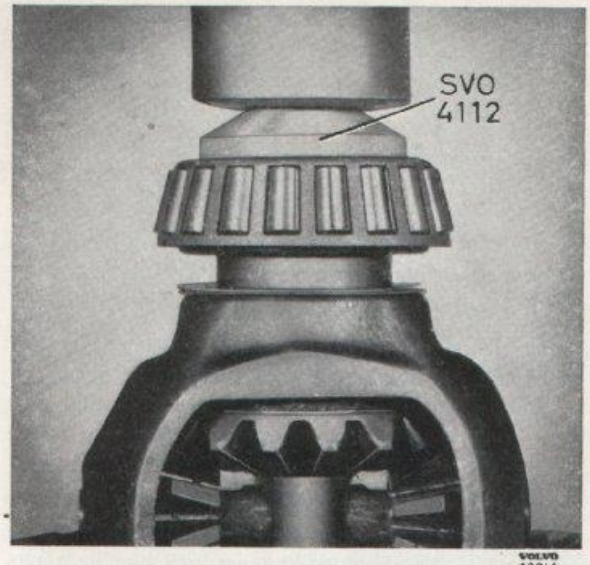

Bild 5-18. Mont. av differentialhuslager
1. Pressa på differentialhuslagren (1) utan justermellanlägg. Använd dorn SVO 4112, se bild 5-18. Placera differentialhus med kronhjul och rullager i kåpan. Mät axialspelet. Axialspelet kan mätas på två sätt, med indikator eller bladmått. Vilken metod som än väljes måste mätningen ske med stor noggrannhet för att rätt resultat skall erhållas. Användes indikator placeras den mot kron-